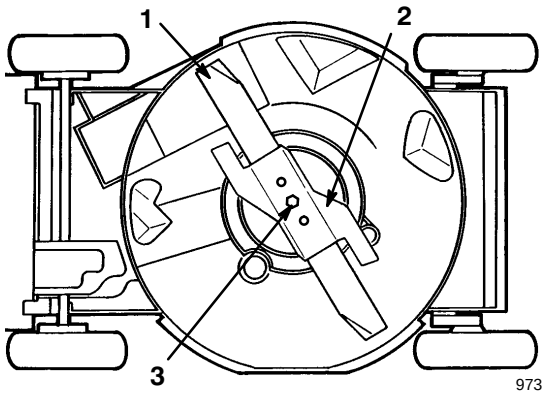

Abbildung 23
4. Den Rasenmäher auf die linke Seite kippen (Abb. 23).
Das Ende des Schnittmessers mit einem Lappen oder einem dick gepolsterten Handschuh fassen. Schnittmesserschraube, Sicherungsscheibe, Beschleuniger und Schnittmesser entfernen (Abb. 23).